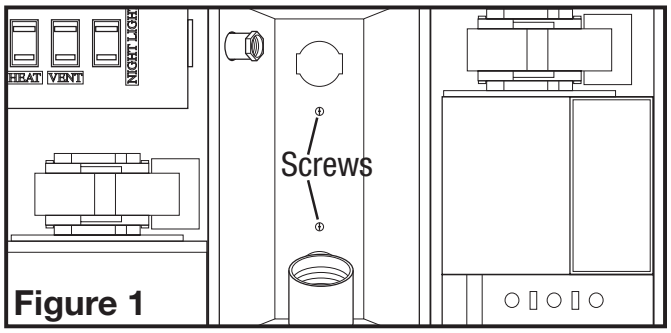

Figure 1
2. Remove the two machine screws holding the light reflector in place. Keep the reflector and screws in the carton until needed so they do not get damaged or lost **(Figure 1).**